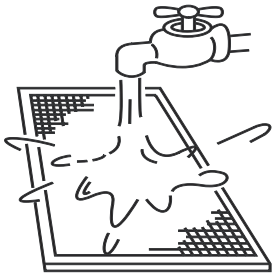

Figura 36
b. O lado da entrada de ar deve ficar voltado para baixo quando se utiliza água limpa. (Consulte a Figura 36)